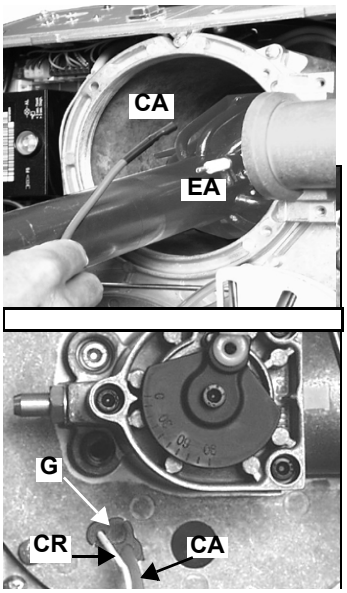
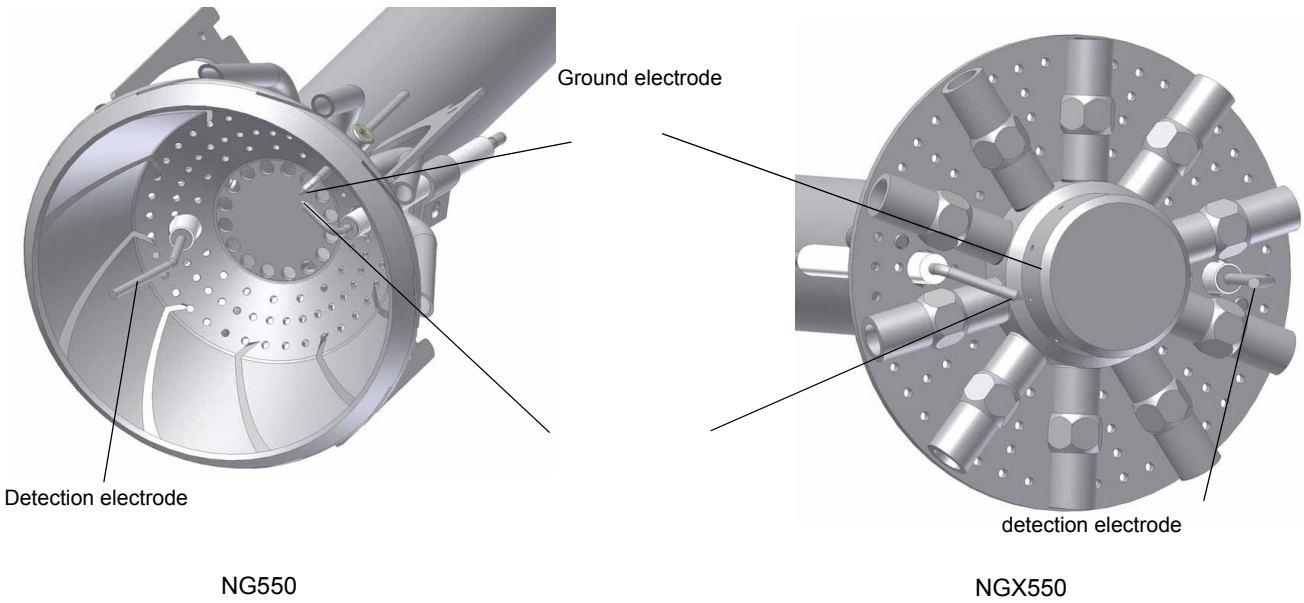

Fig. 32
Fig. 36
- Check the ignition and detection electrodes, clean and adjust if necessary (see Fig. 32). In case of doubr, check the detection current according to the schemes in Fig. 36..
2 Remove the connector **CR** of the ionization electrode (Fig. 32).
3 Unplug cable **CA** of the ignition electrode **EA** (Fig. 32) and extract it from the flange by removing the rubber **G** (Fig. 32).
ATTENTION: avoid the ignition and detection electrodes to contact metallic parts (blast tube, head, etc.), otherwise the boiler’s operation would be compromised. Check the electrodes position after any intervention on the combustion head. The gap between the ignition electrode and the ground is **4 ÷ 5 mm** (see Fig. 36).